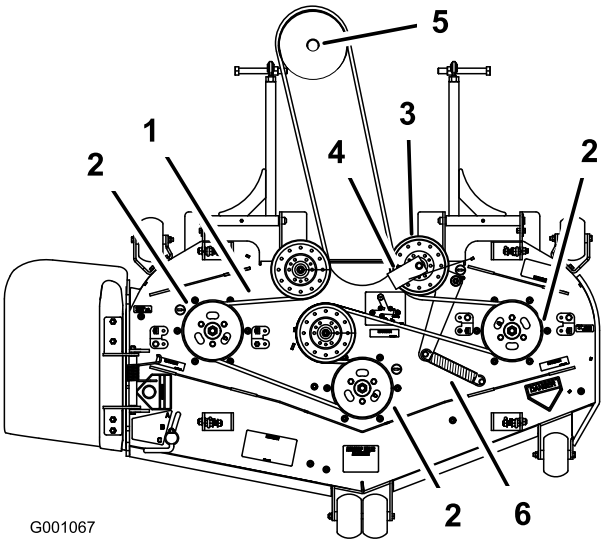

**Figur 59**
6. Før den nye rem rundt om plæneklipperens remskive og gearkassens remskive under motoren (Figur 59).
7. Monter fjederen på styrearmen (Figur 59).
8. Monter remstyret på den fjederbelastede remskive i en vinkel på 45 grader som vist i Figur 59.